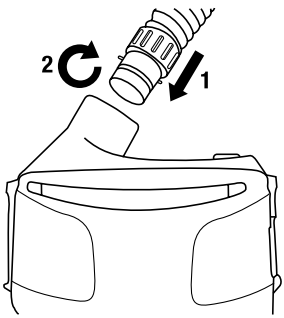

Fig. 8 Installation du tuyau de respiration
1. Insérer l'extrémité du tuyau de respiration muni du dispositif de verrouillage à baïonnette (deux petites broches) dans les deux fentes parallèles de la sortie d'air du souffleur à moteur (Fig. 8).